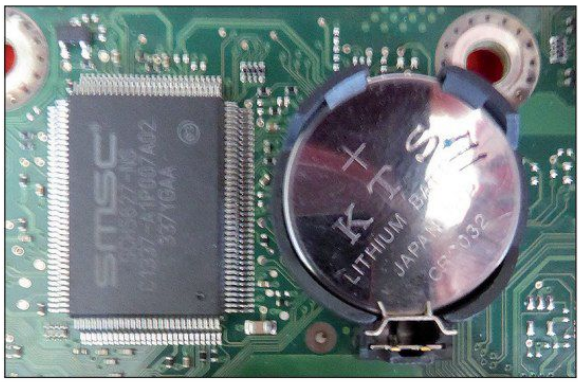

Bild 1: Lithium-Knopfzelle für CMOS-RAM
7. Auf dem Mainboard befindet sich eine Lithium-Knopfzelle **(Bild 1)**. Welche Aufgabe erfüllt die Lithium-Knopfzelle und wie groß ist die Spannung?